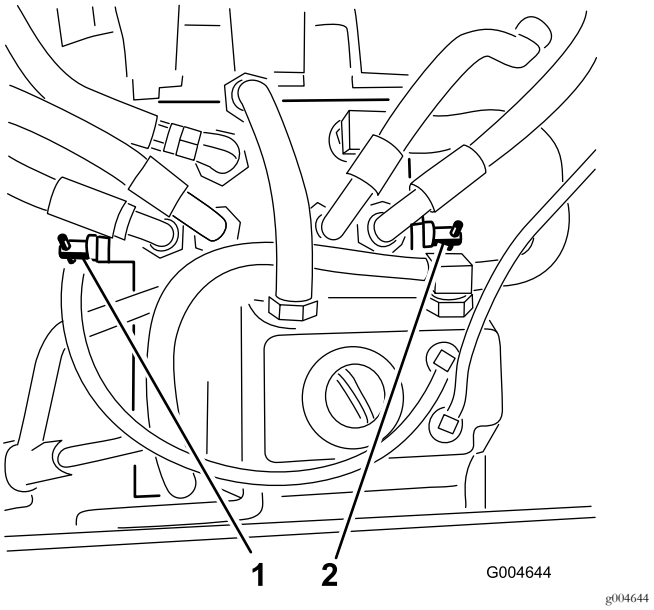

Figur 28
3. Rotera alla överströmningsventiler ett varv motsols (Figur 28).
Vrid respektive överströmningsventil ett varv medsols och dra åt för hand (Figur 28).